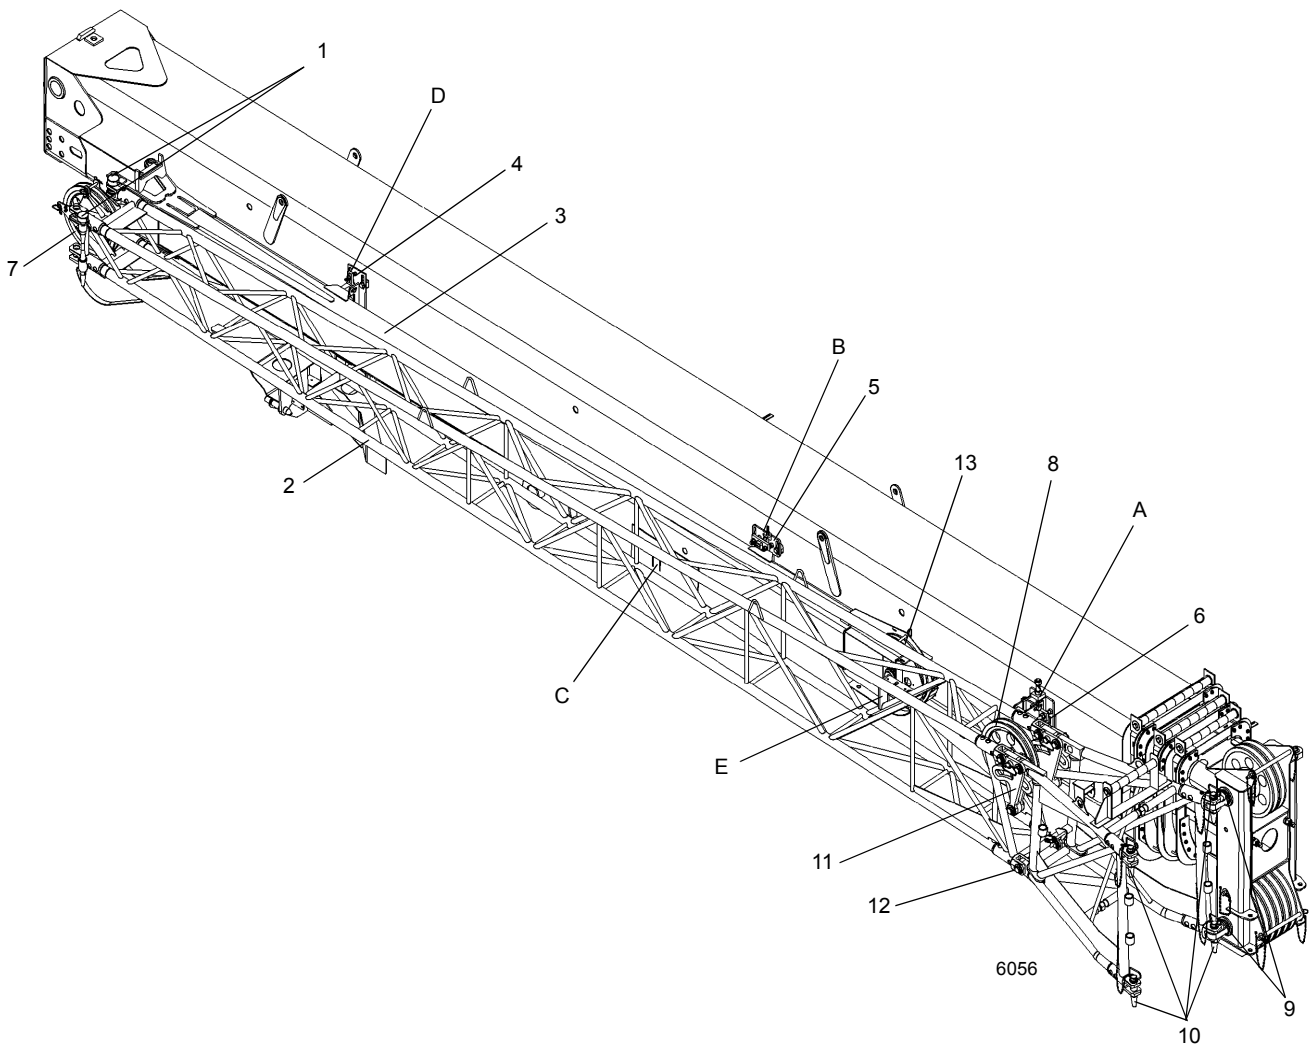

FIGURA 4-5
9. Assegure-se de que o pino de fixação da seção volante que prende a seção de extensão da seção volante no suporte de retração traseiro da seção da base da lança (Figura 4-5) (Detalhe D) está instalado.
10. Na extremidade da polia da seção volante (Figura 4-5) (Detalhe E) empurre para dentro o gancho da trava com mola para soltar a trava, permitindo que a base se separe da seção volante.
11. Remova o pino que prende a seção da extensão volante no suporte de retração traseiro da seção da base da lança (Figura 4-5) (Detalhe D).
FIGURA 4-5 continuação
12. Remova o pino de engate da trava que prende a base da extensão no suporte de retração dianteiro (Figura 4-5) (Detalhe A). Retraia o pino de engate da trava no olhal fornecido.